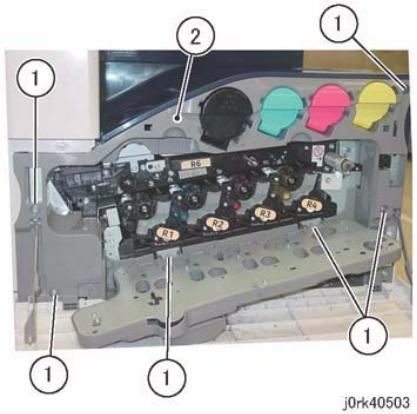

Figure 1 Front and Inner Cover Removal
4. Remove the Front Cover together with the Inner Cover. (Figure 1)